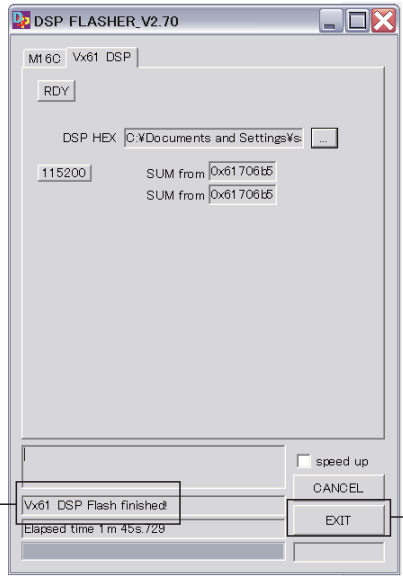

Fig. 14
14. When writing is completed, "Vx61 DSP Flash finished!" is displayed. (Fig. 14)
15. Click [EXIT] to end "DSP_FLASHER Ver2.7.exe". (Fig. 14)
14. 書き込み完了後、"Vx61 DSP Flash finished!" が表示されます。(Fig. 14)
15. [EXIT] をクリックし、"DSP_FLASHER Ver2.7.exe" を終了します。(Fig. 14)